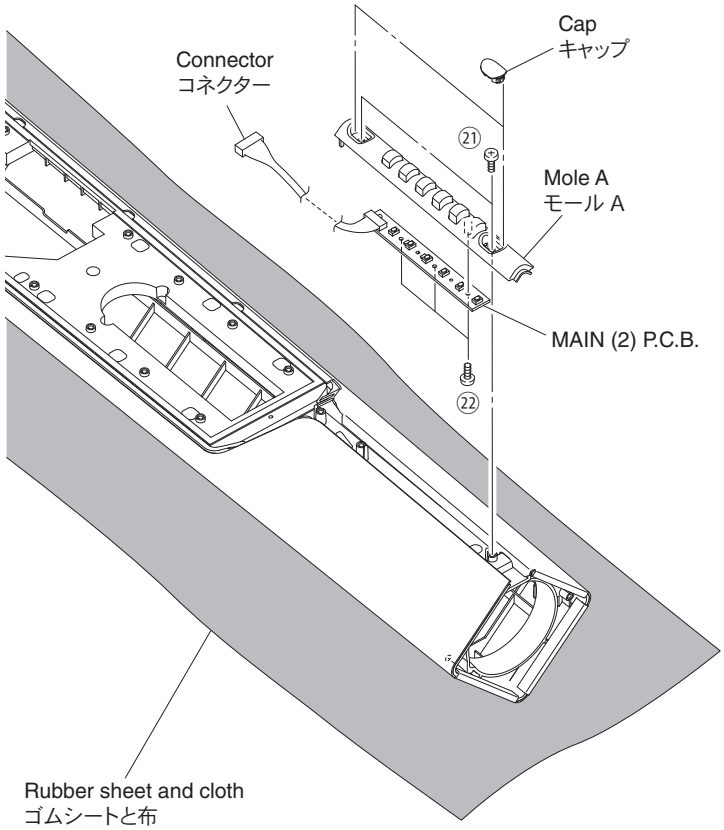

Fig. 8
7. Removal of MAIN (2) P.C.B.
a. Remove 2 caps. (Fig. 8)
b. Remove 2 screws (㉑). (Fig. 8)
c. Remove MAIN (2) P.C.B. together with the mole A. (Fig. 8)
d. Remove 3 screws (㉒). (Fig. 8)
e. Remove MAIN (2) P.C.B. (Fig. 8)
a. キャップを 2 個外します。（Fig. 8）
b. ㉑ のネジ 2 本を外します。（Fig. 8）
c. MAIN（2）P.C.B. をモール A と一緒に外します。（Fig. 8）
d. ㉒ のネジ 3 本を外します。（Fig. 8）
e. MAIN（2）P.C.B. を外します。（Fig. 8）